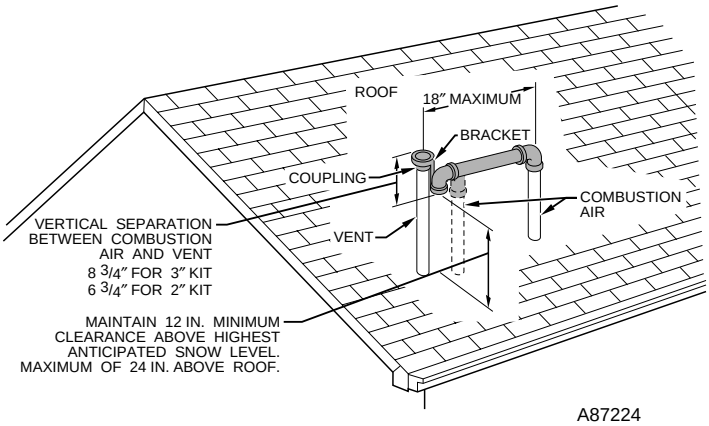
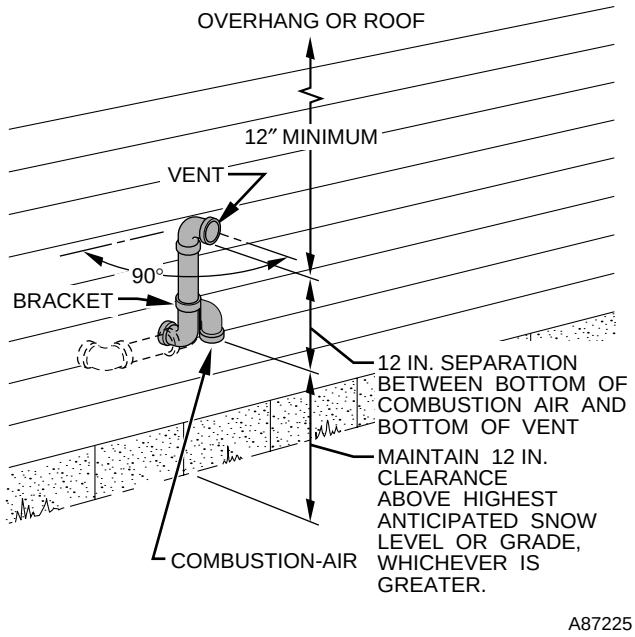

Fig. 37—Roof Termination (Preferred)
Fig. 40—Sidewall Termination of 12 in. or More
Combustion-air and vent pipes must terminate outside structure. A factory accessory termination kit must be installed in 1 of the installations shown in Fig. 37, 38, 39, 40, and 41. Four termination kits are available.
NOTE: Shaded parts in Fig. 37, 38, 39, 40, and 41 are considered to be termination. These components should NOT be counted when determining pipe diameter. Roof termination is preferred since it is less susceptible to damage, has reduced chances to take in contaminants, and has less visible vent vapors. (See Fig. 37 or 39.) Sidewall termination may require sealing or shielding of building surfaces with a corrosive resistance material due to corrosive combustion products of vent system.
Sidewall combustion-air and vent pipe terminations may be extended beyond area shown in Fig. 40 or 41 in outside ambient by insulating pipes as indicated in Table 8.
Roof terminations-Loosely install pipe coupling on properly cut vent pipe. Coupling must be positioned so bracket will mount as shown in Fig. 37. For applications using combustion-air pipe option, indicated by dashed lines in Fig. 37, install 90° street elbow into 90° elbow, making U-fitting. A 180° U-fitting may be used.**Sidewall terminations**-Install bracket as shown in Fig. 40 or 41. For applications using vent pipe option indicated by dashed lines in Fig. 40, rotate vent elbow 90° from position shown in Fig. 40.
5. Check required dimensions as shown in Fig. 37, 40, or 41.